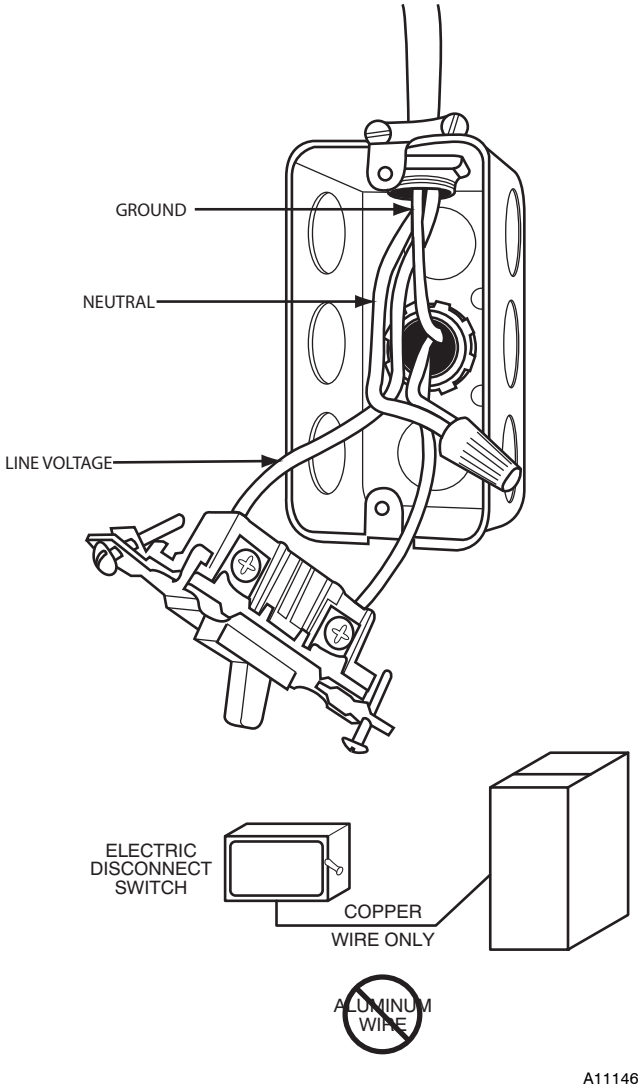

Fig. 31 - Field-Supplied Electrical Box on Furnace Casing
Do not connect aluminum wire between disconnect switch and furnace. Use only copper wire. See Fig. 31.
1. Fasten a field-supplied external electrical box to the outside of the casing by driving two field-supplied screws from inside electrical box into casing. (See Fig. 31.)
9. Complete external disconnect wiring and installation. Connect line voltage leads as shown in Fig. 31. Use best practices (NEC in U.S.A. for wire bushings, strain relief, etc., CANADA: Canadian Electrical Code CSA C22.1)